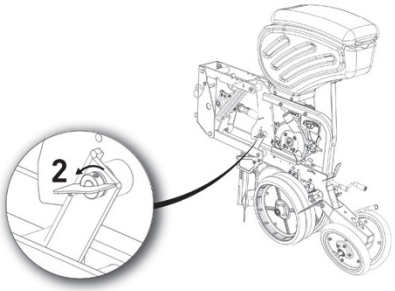

Rysunek 48
- W siewnikach z tarczowymi sekcjami wysiewającymi, obrócić mechanizm zawieszenia sekcji w kierunku 2. (Rysunek 48)